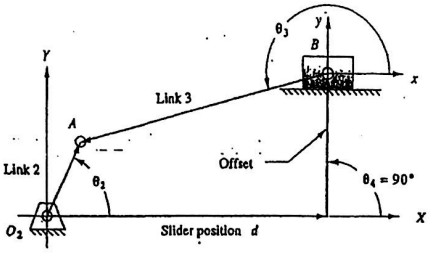

FIGURE P4-2
*4-9 The link lengths and the value of θ_2 and offset for some fourbar slider-crank linkages are defined in Table P4-2. The linkage configuration and terminology are shown in Figure P4-2. For the rows assigned, draw the linkage to scale and graphically find all possible solutions (both open and crossed) for angle θ_3 and slider position d.